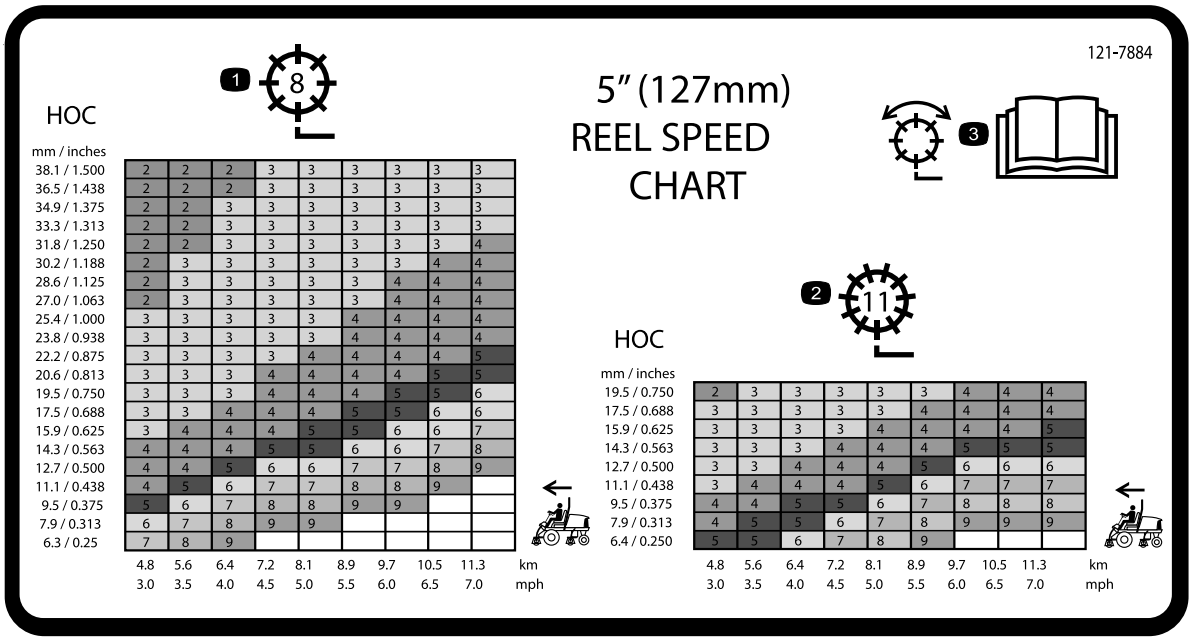
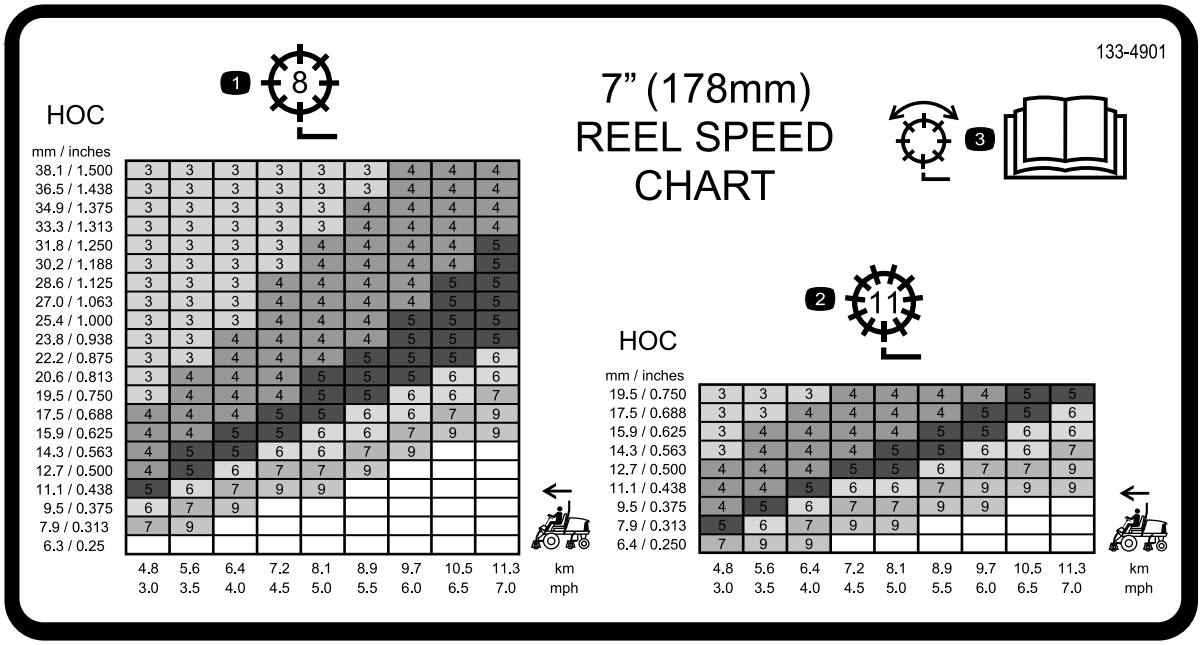

Figur 35
Figur 36
3. Bruk grafen på spolehastighetsdiagrammene (Figur 35 og Figur 36) for å fastsette korrekt spolehastighet.